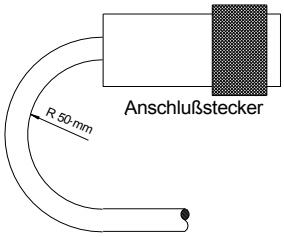

Bild 6: Kleinster zulässiger Biegeradius
- Beachten Sie bitte den Mindestbiegeradius des Kabels (siehe Bild 6).